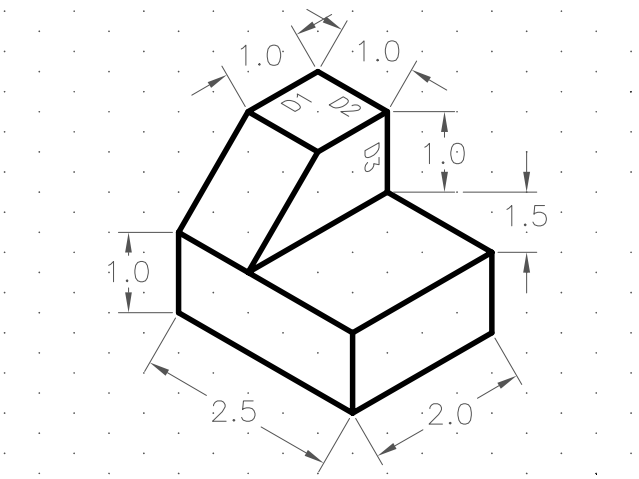

Figure 19-15 *The dimensioned isometric drawing before using the* ***Oblique*** *tool*
1. Dimension the drawing given in Example 1, as shown in Figure 19-15. You can use the aligned dimension to dimension the drawing. Remember that when you select the points, you must use the **Intersection** or **Endpoint** object snap to snap the endpoints of the object you are dimensioning. AutoCAD automatically leaves a gap between the object line and the extension line, as specified by the **DIMGAP** variable.